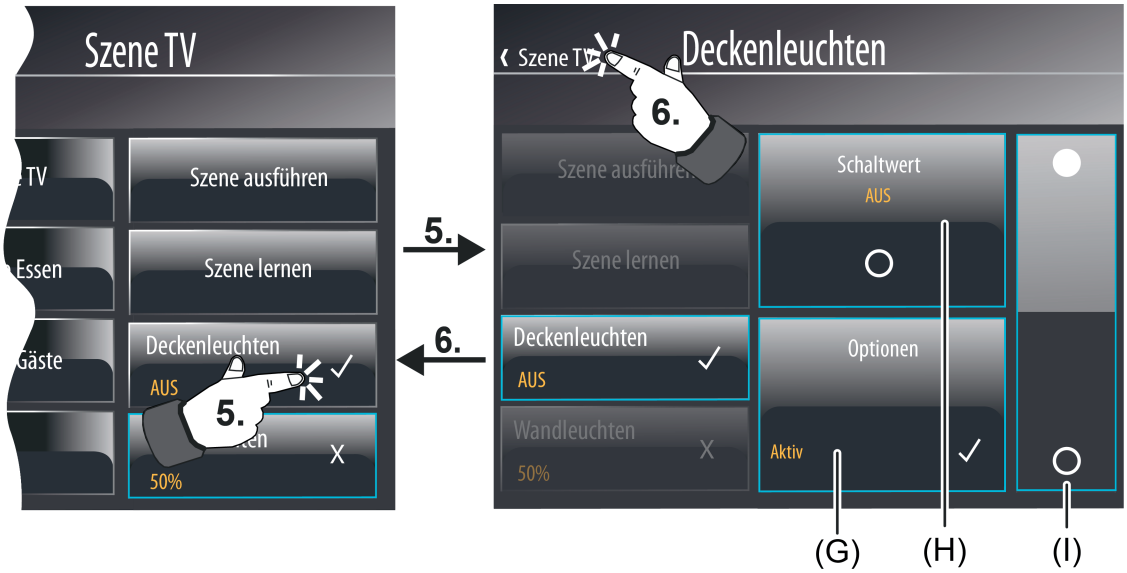

Bild 83: Beispiel einer Szenenkonfigurationsseite (rechts) - Szenenfunktion "Schalten"
Beim Datentyp "1 Bit Schalten" (Bild 83) ist ein Anzeigebereich mit Statustext und -symbol (H) sichtbar und ein Bedienbereich zur Vorgabe des Szenen-Schaltbefehls (I) durch eine Wippe.